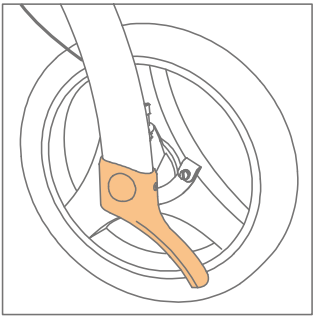
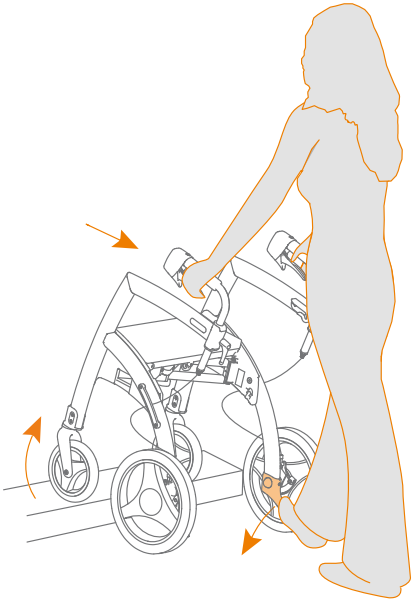

Abbildung 24: Die Schwellenhilfe benutzen.
Abbildung 25: Auf den Gehweg steigen oder die Schwelle überqueren.
b. Drücken Sie mit Ihrem linken oder rechten Fuß auf die linke oder rechte Schwellenhilfe **(Abbildung 24)**, während Sie den Rollz Motion mit Ihren Händen zurückziehen. Der Rollz Motion wird jetzt im Bereich der Vorderräder angehoben. Schieben Sie den Rollz Motion nach vorne, bis Sie ganz deutlich mit den Vorderrädern die Schwelle oder die Bordsteinkante überwunden haben **(Abbildung 25)**.